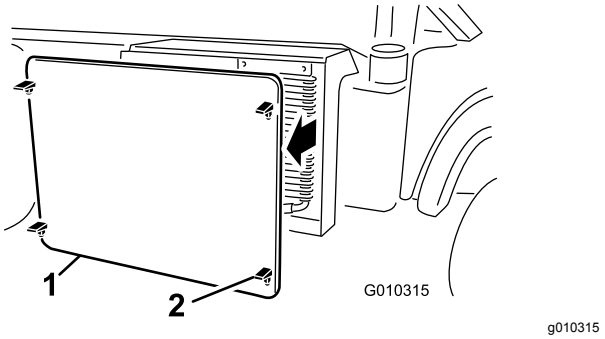

Rysunek 50
5. Odblokuj i zdejmij osłonę chłodnicy z przodu chłodnicy (Rysunek 50).